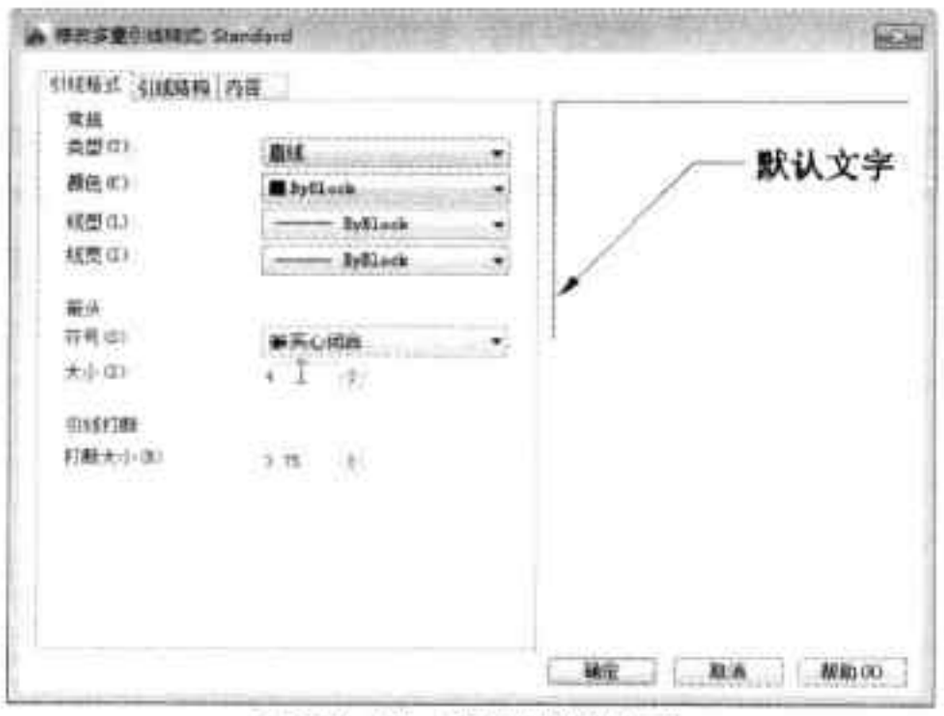

图20-79 设置引线样式
Step 15 执行“注释 > 引线”命令，在打开的“多重引线样式管理器”对话框中，单击“修改”按钮，然后在打开的对话框中，对引线样式进行设置，如图 20-79 所示。